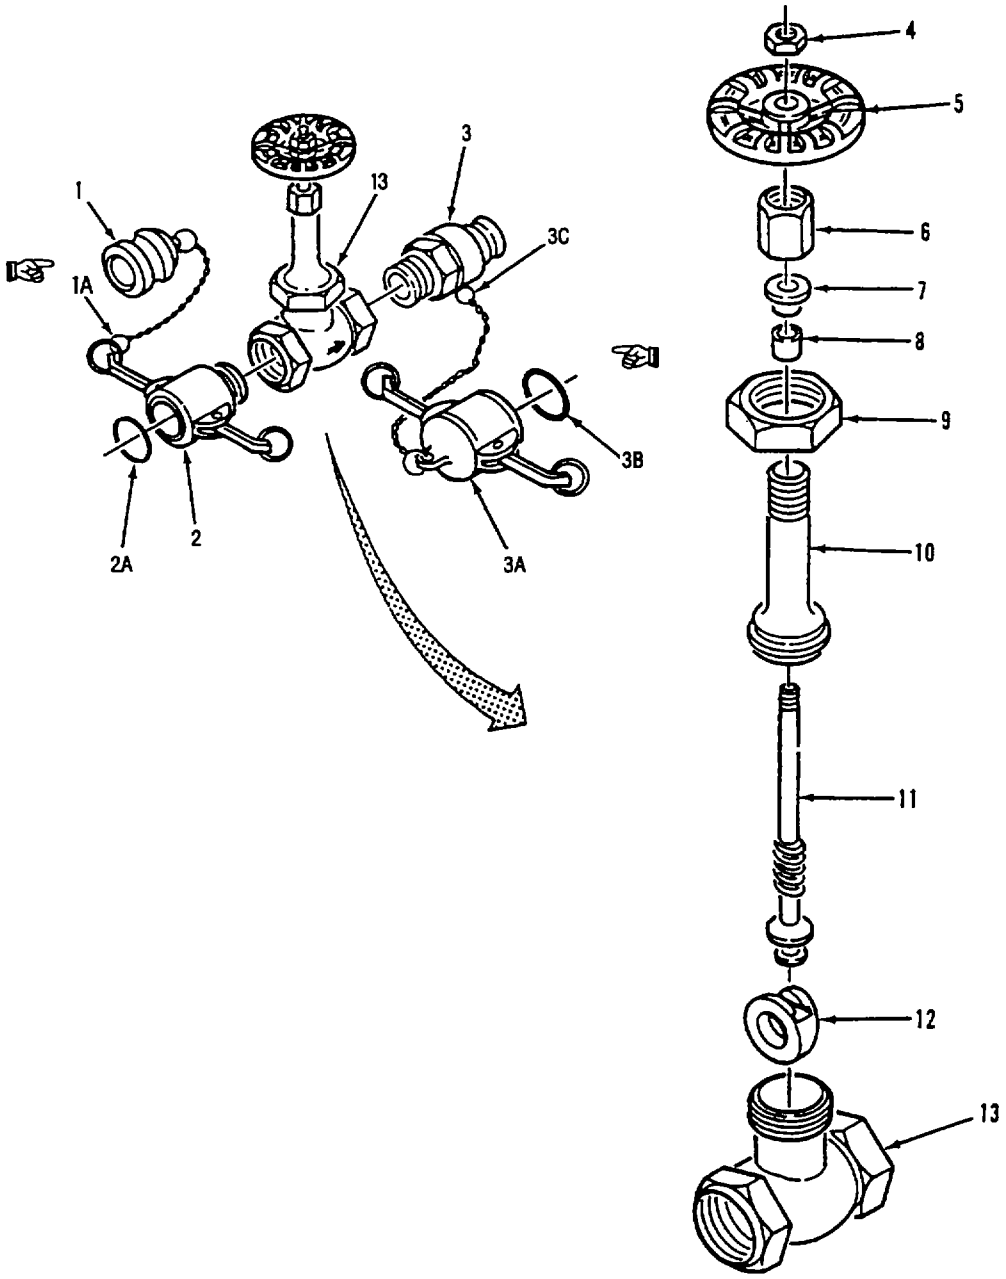

Figure 4-7. Gate Valve Assembly (2-Inch) Repair
a. Disassembly. Refer to Figure 4-7.
(1) Clamp gate valve body (13) in vise.
(2) Remove plug (1) from female coupling (2).
(3) Disconnect ring (1A) from female coupling (2).
(4) Remove gasket (2A) from female coupling (2).
(5) Using pipe wrench, unscrew female coupling (2) from valve body (13).
(6) Using pipe wrench, unscrew male coupling (3) from valve body (13).
(7) Remove cap (3A) from male coupling (3) and remove gasket (3B) from male coupling (3).
(8) Disconnect ring (3C) from male coupling (3).
(9) Turn handwheel (5) fully clockwise to close valve.
(10) Remove handwheel nut (4) and handwheel (5) from stem (11).
(1) Inspect valve body (13) for cracks and stripped or damaged threads.
(2) Inspect disc (12) for cuts or scratches across sealing surfaces.
(3) Inspect bonnet (10) for cracks and stripped threads.
(4) Inspect stem (11) for stripped, galled or damaged threads.
(5) Inspect female coupling (2) for cracks, broken lock arms and damaged threads.
(6) Inspect male coupling (3) for cracks and damaged threads.
d. Repair. Replace al defective parts. Do not reuse packing (8) or gasket (1). If disc (12) or valve body (13) is damaged, replace entire valve.
e. Assembly. Refer to Figure 4-7.
(1) Screw stem (11) into bottom of bonnet (10).
(2) Install new packing (8) and packing gland (7) over stem (11) and into bonnet (10).
(3) Screw packing nut (6) onto bonnet (10) only finger tight.
(4) Slide disc (12) onto end of stem (11).
(5) Lower bonnet (10) and attached parts onto valve body (13). Make sure disc (12) fits in valve body seat
(6) Install bonnet ring (9) on valve body (13). Tighten packing nut (6).
(7) Install handwheel (5) and handwheel nut (4) on stem (11).